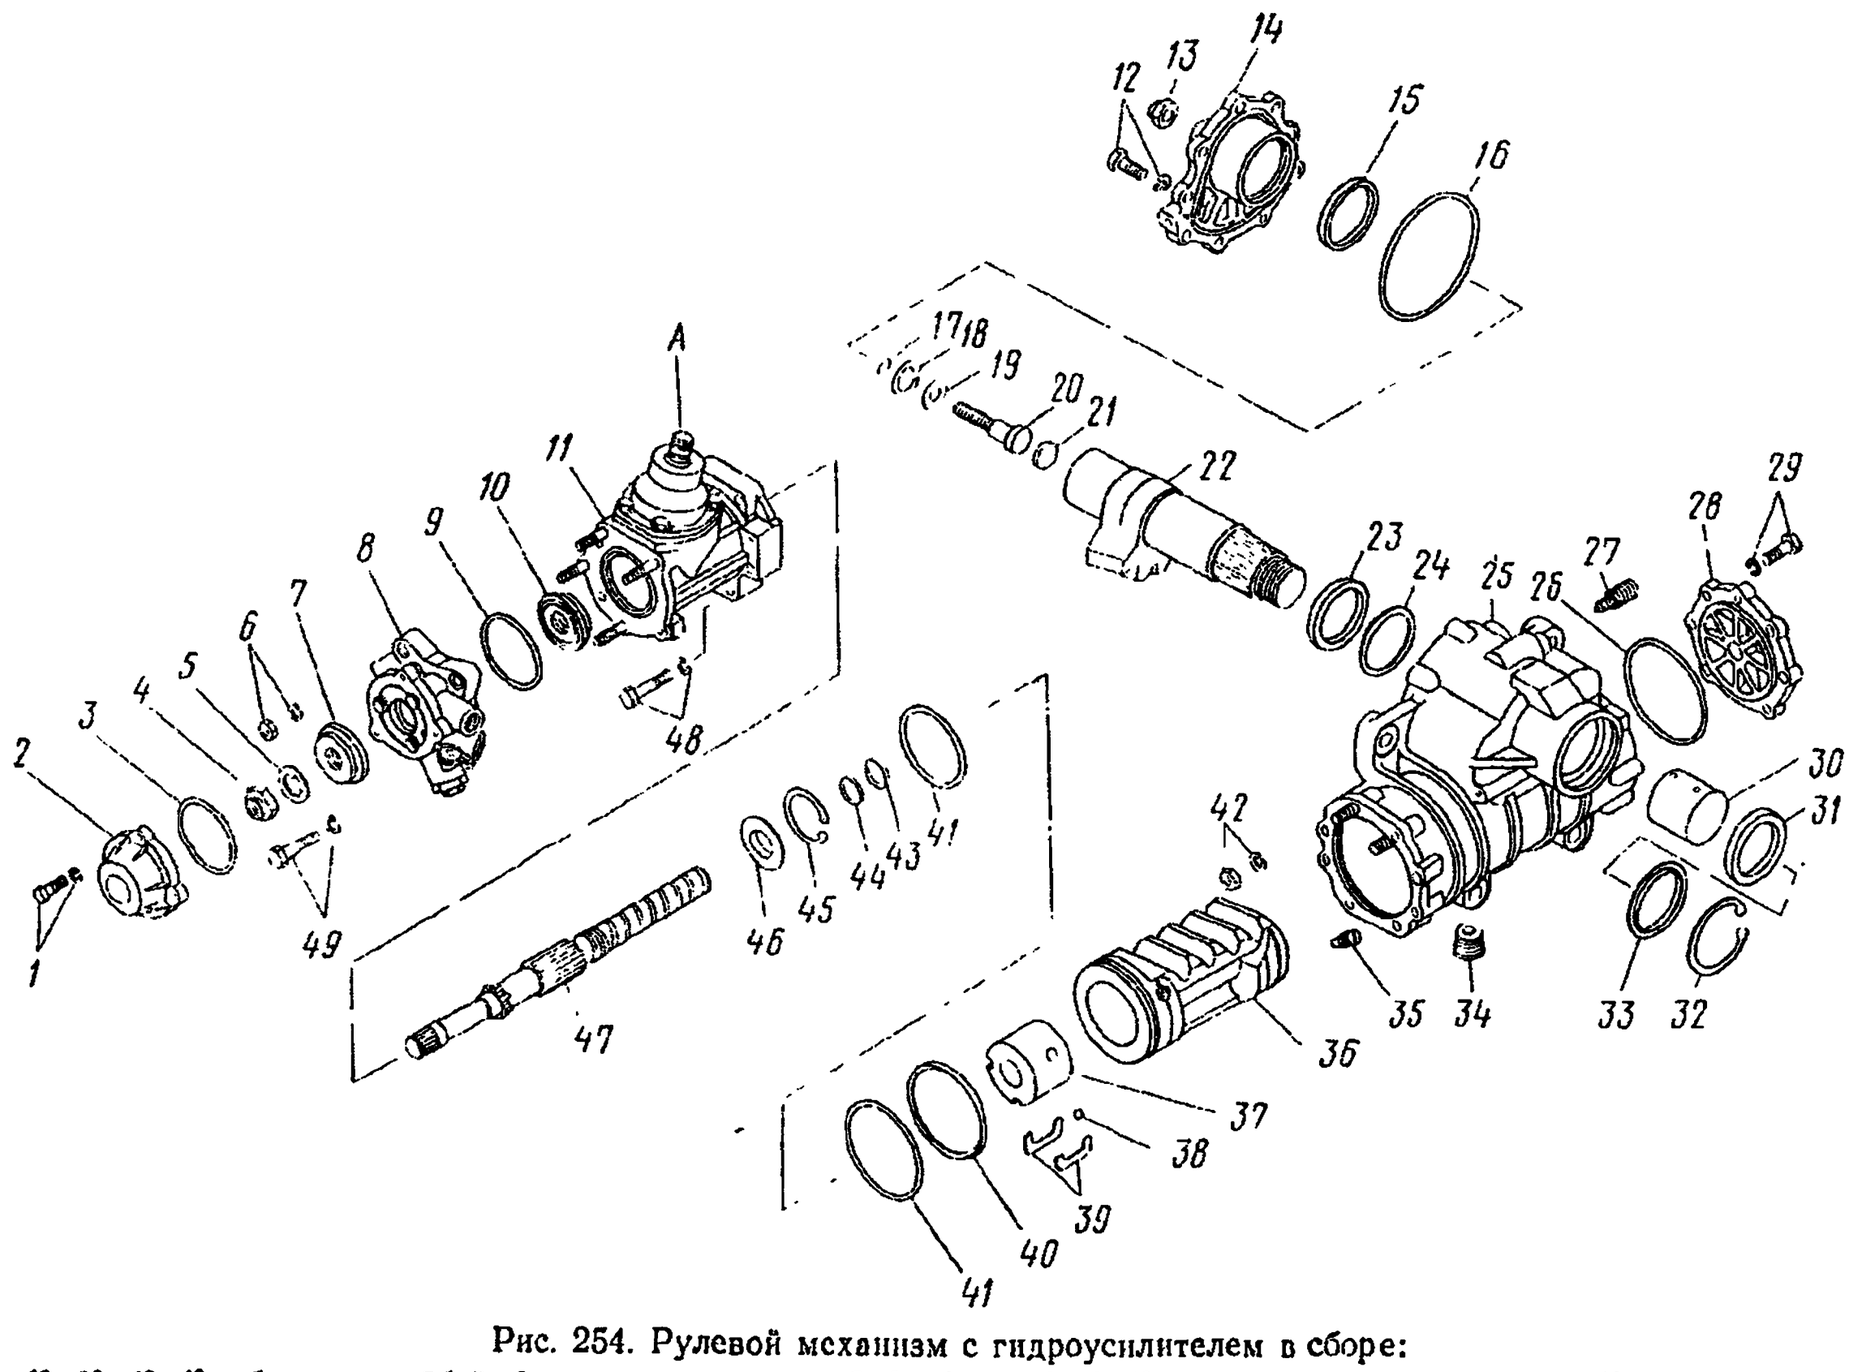
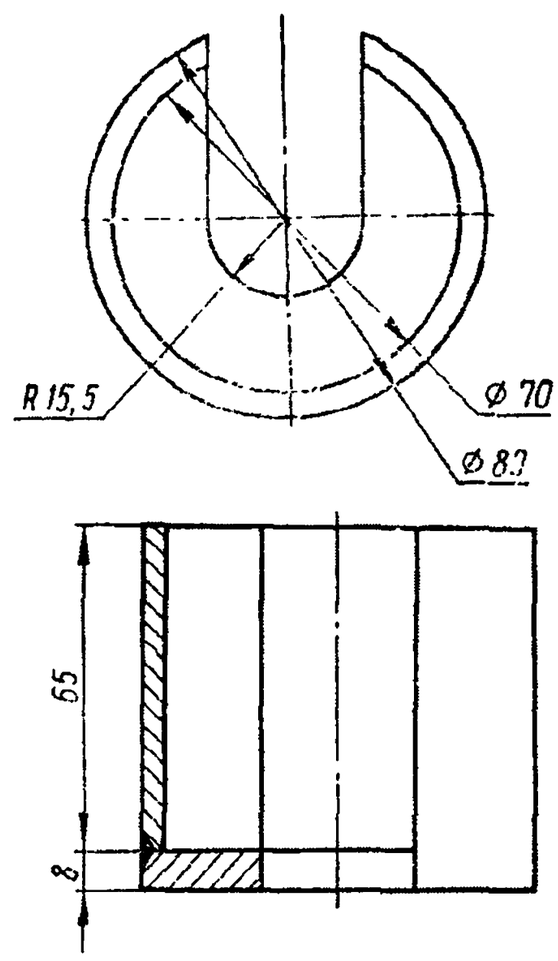

Рис. 254. Рулевой механизм с гидроусилителем в сборе:
Рис. 255. Приспособление для выпрессовки шариковой гайки
1. Закрепите рулевой механизм в тисках Установите вал *22* (рис. 254) сошки в среднее положение	Тиски
7. Отверните гайку *4* (см. рис. 254), снимите шайбу *5* и подшипник *7*	Ключ разводной 36 мм, молоток, оправка
9. Снимите с винта клапан *8* (см. рис. 254) управления в сборе, подшипник *10*, уплотнительное кольцо *9* и выньте уплотнительные кольца из каналов высокого давления редуктора *11*	Отвертка
12. Выверните приспособлением установочные винты *35*. Приспособлением (рис. 255) выпрессуйте шариковую гайку *37* (см. рис. 254), выверните винт *47* из поршня *36*, придерживая от выпадания желобки *39*	Приспособление для выпрессовки шариковой гайки и выворачивания винтов